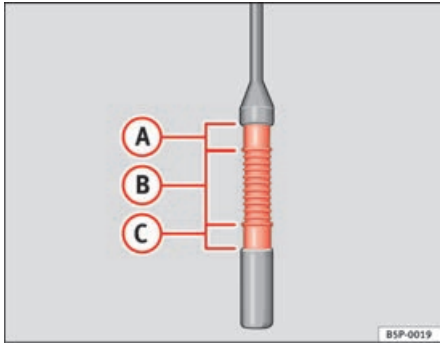

Fig. 128 Engine oil dipstick.
– Then pull it out once more and check the oil level ⇒ fig. 128. Top up with engine oil if necessary.